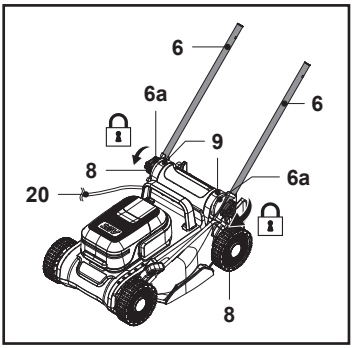

Fig. 2
3. Aliniază placa selectoare (6a) cu suportul mânerului (9), apoi fixează bara mânerului inferior (6) strângând butonul de blocare (8) (fig. 2).